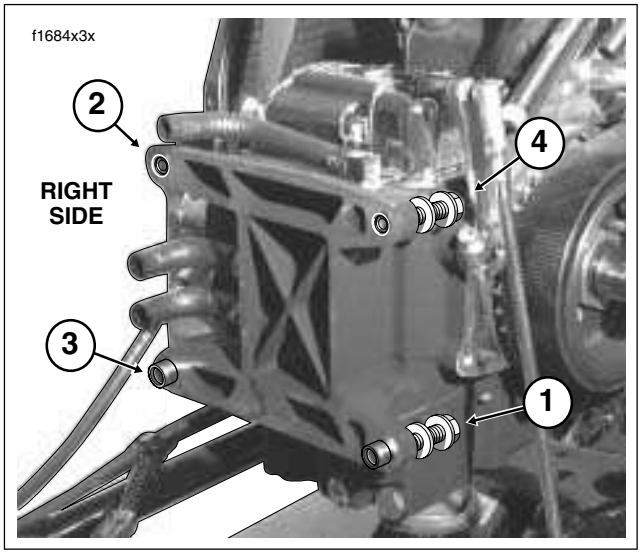

Figure 3-17. Transmission Housing to Crankcase Torque Sequence
c. Tighten the four transmission housing to crankcase bolts to 15 ft-lbs (20.3 Nm) in the sequence shown in Figure 3-17.